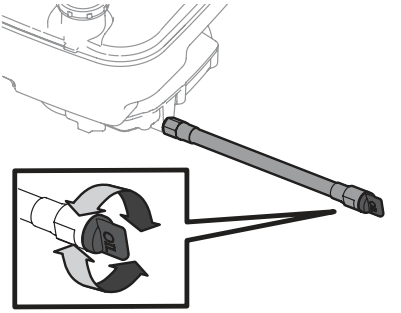

Fig. 37
5. Une fois l'huile vidangée, revissez le bouchon sur l'extrémité du tuyau de vidange d'huile (Fig. 37).